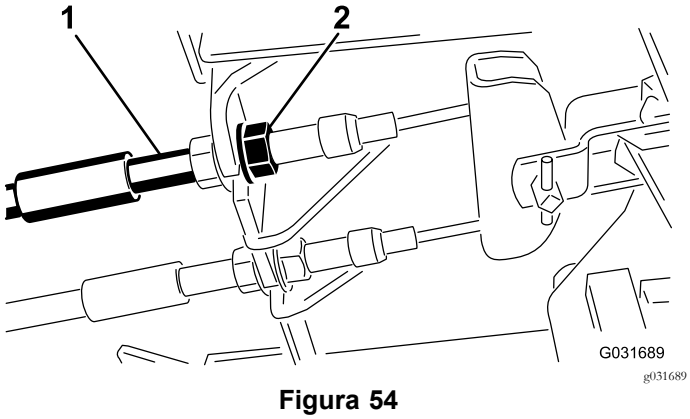

**Figura 54**
1. Per ridurre il gioco dei pedali del freno, stringete i freno allentando il dado anteriore sull'estremità filettata del cavo del freno (Figura 54).